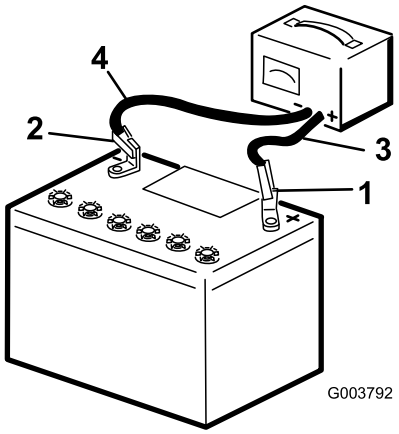

Figur 39
3. Ladda batteriet i 10 till 15 minuter med 25 till 30 A eller 30 minuter med 4 till 6 A (Figur 39). Överladda inte batteriet.
4. När batteriet är fulladdat ska laddaren kopplas bort från eluttaget, och sedan ska laddningskablarna kopplas bort från batteripolerna (Figur 39).